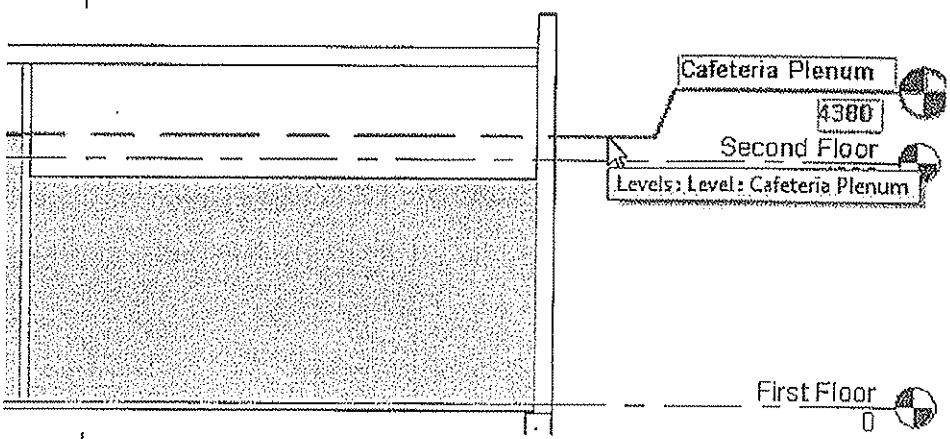

Figure 6–43
3. Draw a level line **4380mm** above the First Floor and rename it as **Cafeteria Plenum** as shown in Figure 6–43. When prompted, rename all of the associated views.